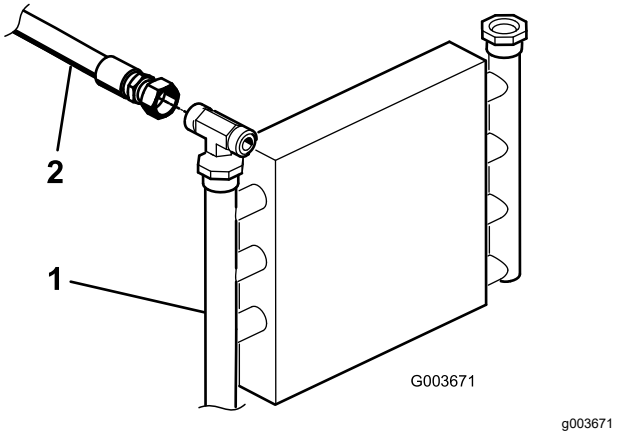
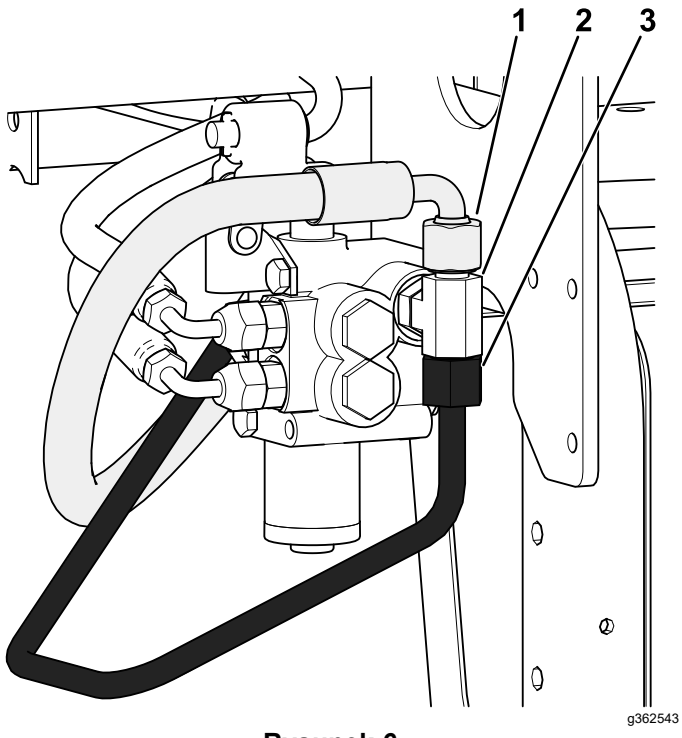

Rysunek 4
Rysunek 6
1. Zlokalizuj rurę hydrauliki prowadzącą od chłodnicy oleju do istniejącego zaworu podnoszenia (Rysunek 4).
3. Odłącz rurę hydrauliki od chłodnicy oleju i zaworu podnoszenia, i zdemontuj ją (Rysunek 4 i Rysunek 6).
C. Odłącz wąż hydrauliki (144-1367) od trójnika (340-94) w sposób pokazany na Rysunek 6.